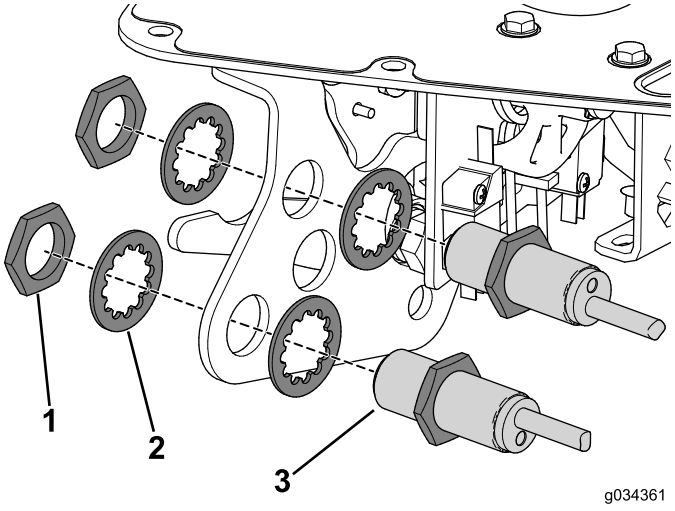

Figure 23
3. Fixez les capteurs de proximité au support du levier de fonction à l'aide des écrous et des rondelles frein que vous avez retirés précédemment (Figure 23).